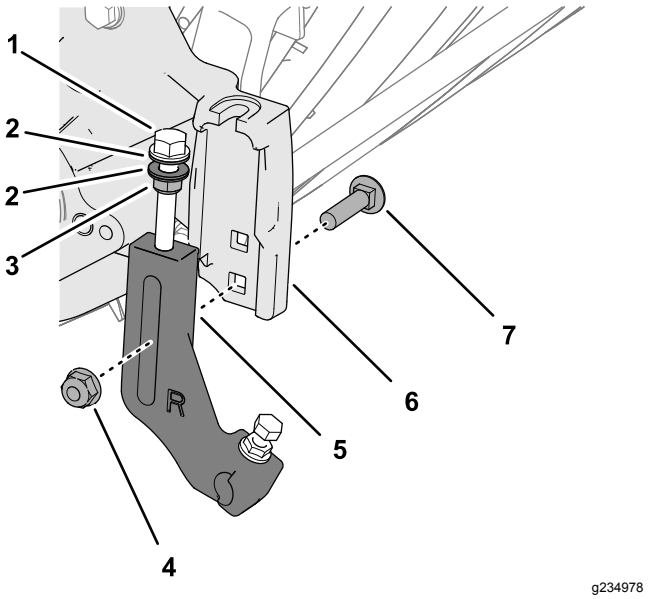

Figur 7
1. Brug det nederste firkantede hul i sidepladens klippehøjdestøtte, og saml løst et beslag til høj klippehøjde på sidepladen (Figur 7) med en låsemøtrik (⅜") og bræddebolten, som du gemte i trin 3 i Afmontering af klippehøjdebeslagene (side 2).